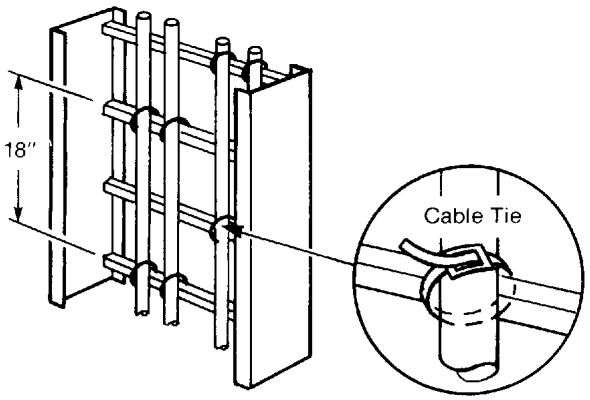

Figure 5.7
a. Cables may be fastened to the cable tray by means of cable clamps or cable ties (See Figures 5.7 and 5.8). Generally, cables are fastened every 18 in. (450 mm) on vertical runs. Although not required by the NEC, single conductor cables can be fastened on horizontal runs to maintain spacing, prevent movement due to a fault current magnetic forces, and insure that the cable is confined within the cable fill area. When using cable clamps, the clamps should be sized correctly and only tightened enough to secure the cable without indenting the jacket. The same precaution should be observed with cable ties, and they should be applied with a pressure limiting device.